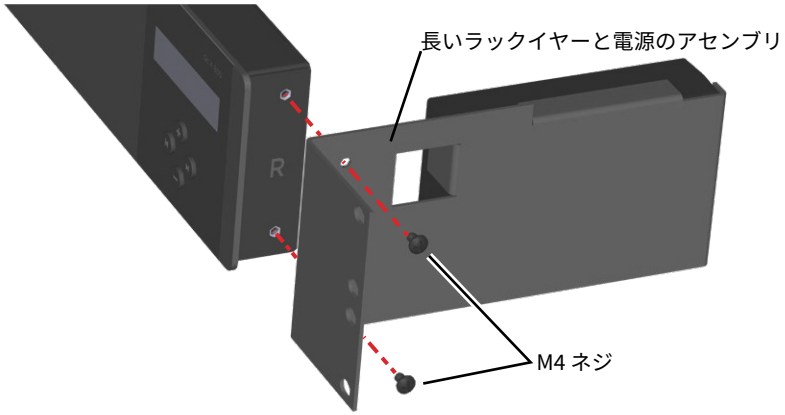

図 4　長いラックイヤーをコントローラーに取り付ける
4. 手順 1 で取り外した M4 ネジを使用し、長い方のラックイヤーと電源のユニットをコントローラー右側に取り付けます（図 4）。ブラケットとコントローラーにはそれぞれ R/L 表示がされています。表記に合わせて正しく取り付けてください。